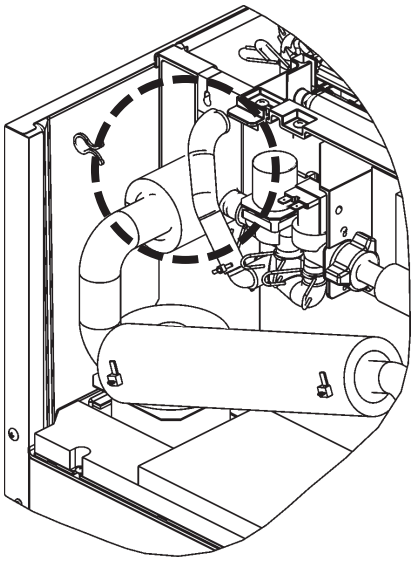

Fig. 1
5) Freeze Cycle – The compressor remains energized, pump motor, (line valve if applicable), and fan motor energize. The inlet water valve and hot gas valve de-energize. The unit is held in freeze by a 5 minute short cycle protection timer which starts after the thermistor temperature reaches 36°F (2°C). After this period, the freeze cycle operation is transferred to the float switch for freeze termination. During the first 5 minutes of freeze, confirm that the evaporator temperature drops. After the minimum freeze period, disconnect the float switch at the 2-pin connector attached to the red wires. See Fig. 1 for general location. The unit should immediately switch to the drain cycle. **Diagnosis:** If the evaporator is not cold, check to see if the hot gas valve is still open or if the expansion valve (on KM-160BAJ and 160BWJ only) is not opening properly, if the water valve is continuing to fill the reservoir, if there are improper unit pressures or an inoperative compressor. If the unit remains in freeze with the float switch removed, replace the board.
3) Disconnect the bin control at the 2-pin connector attached to the black wires (located in the circle in Fig. 1) coming from the K1 connector (pins 4 & 5) on the control board.